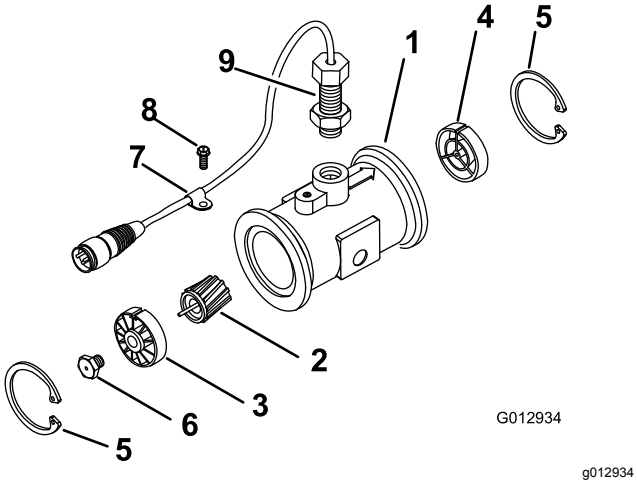

Figur 59
3. Fjern låseringen fra opstrømssiden (Figur 59).